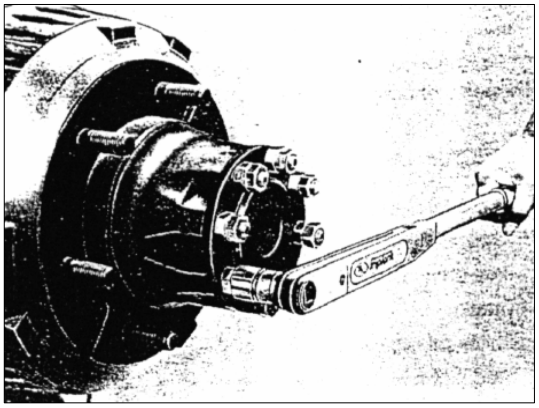

РИС.375
4) Закрутите и подтяните полностью гайки полуоси с усилием 16-20 кг.·м, а контргайки 8 - 10 кг·м. (см. рис.375).